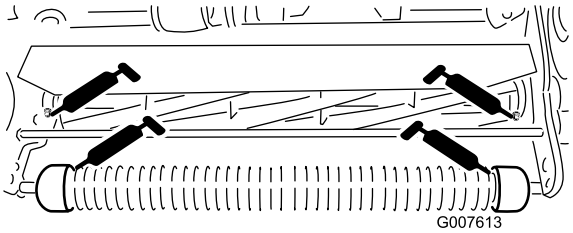

**Figur 21**
- Två på den främre valsen (Figur 21)
- Två på cylinderlagren (Figur 21)